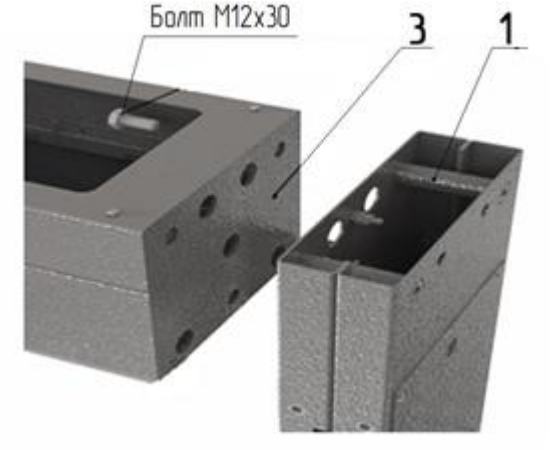
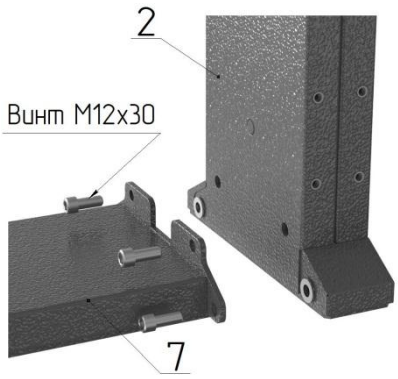

Рис. 1
Рис. 2
6.2.1. Сборка турникета (рис. 1, 2, 3);
- положите на пол на боковую плоскость раму привода **3** (рис. 1), (предварительно постелив лист картона), рядом аналогично положите стойку крыла прохода **1** и стойку ограничения прохода **2**; состыкуйте указанные элементы друг с другом присоединительными элементами и закрутите по три болта М12 с каждой стороны; поставьте собранный портал вертикально на месте установки турникета; закрепите к стойке ограничения прохода **2** напольную плиту **7** (рис.2) четырьмя винтами М12;